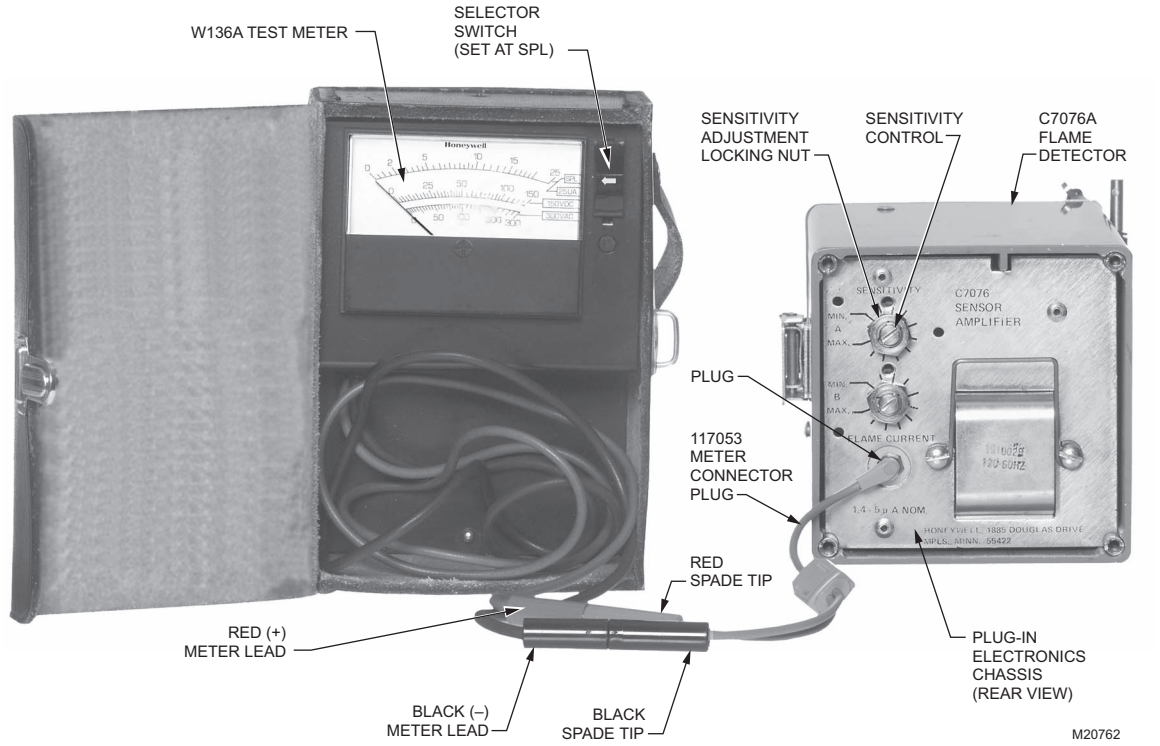

Fig. 17. Set up for Sensitivity Controls A and B adjustments, C7076A Detector.
b. A 117053 Meter Connector Plug is needed (supplied with the W136A, or it may be ordered separately). Connect the red spade tip to the red (+) meter lead and the black spade tip to the black (-) meter lead. See Fig. 17.
b. A 117053 Meter Connector Plug is needed (supplied with the W136A or it may be ordered separately). Connect the red spade tip to the red (+) meter lead and the black spade tip to the black (-) meter lead. See Fig. 17.
4. After each step in the following procedures, relatch the detector to the faceplate and check for a meter reading at the Flame Current jack on the detector (Fig. 17).